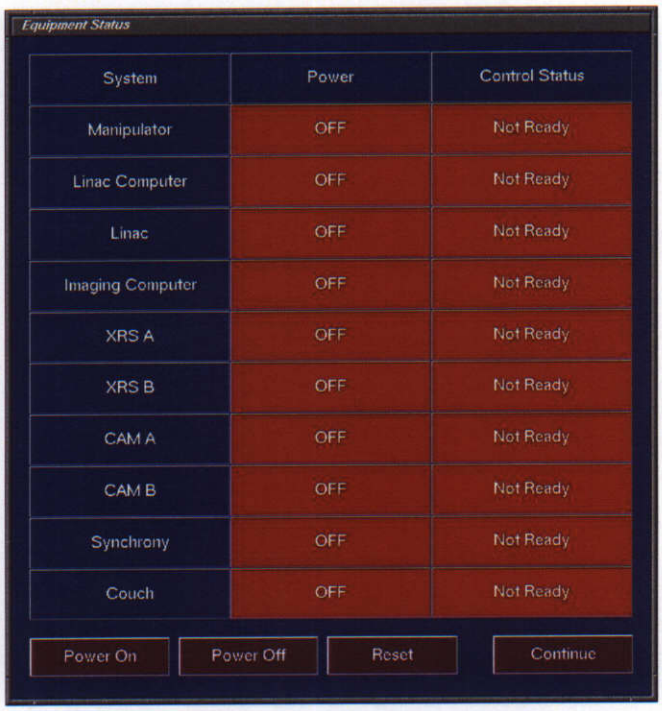

**Figure 5 Equipment Power Status "Not Ready"**
**Step 1.** From the system menu, click **EQUIP POWER**. The Equipment Status window appears (*Figure 5 Equipment Power Status "Not Ready", page 8*). This window shows that the electrical power of each piece of equipment is off and its status is NOT READY.